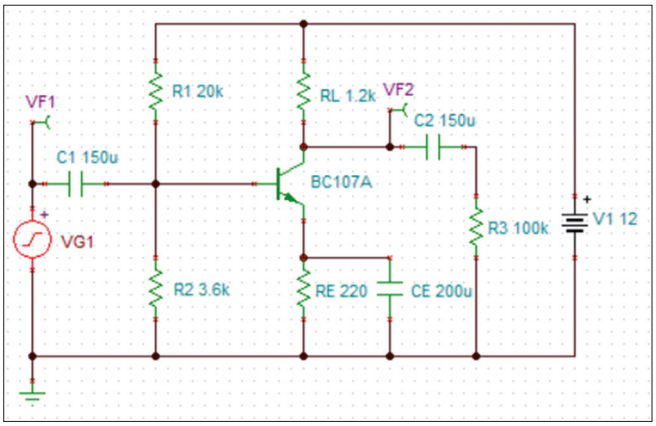

Figure 4.35 A common emitter amplifier.
Figure 4.35 shows a typical common-emitter-based small signal audio amplifier. We will use simple calculations to find the voltages and currents in the circuit.
We can simulate the circuit in Figure 4.35 using the TINA-TI simulator package. The steps are as follows:
- Copy the circuit from Figure 4.35. Click semiconductors and select a BC107A type NPN transistor.